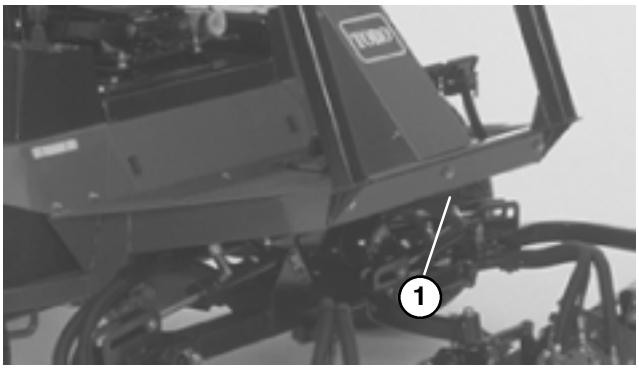

Figure 30
2. Attach a suitable chain, strap or cable to the center of the front frame member (Fig. 30).